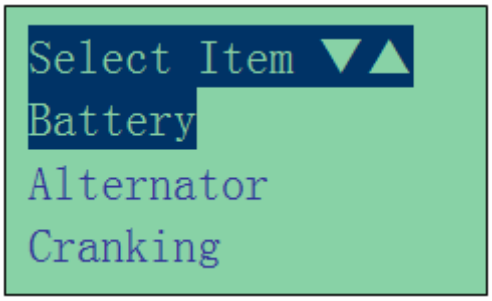

Figure 4
2. It will run through a self-test and when completed it displays the Main Menu as shown: (Fig. 4)
6. As an example (Fig.4) the selected item was on "Battery" and it is being highlighted.